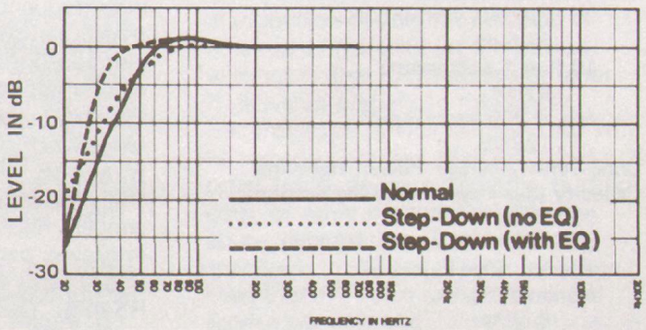

FIGURE 6
Figure 6 shows small-signal total acoustic power output vs. frequency for the TL505/EVM•18B. In addition, Figure 7 shows the maximum acoustic power output versus frequency. The maximum output is limited by either (1) the thermal power handling capacity of the speaker, or (2) the speaker's maximum linear cone excursion capabilities, whichever occurs first. Note that some 2 to 3 dB of maximum output in the 55 to 80 Hz range is sacrificed when the step-down mode is used.